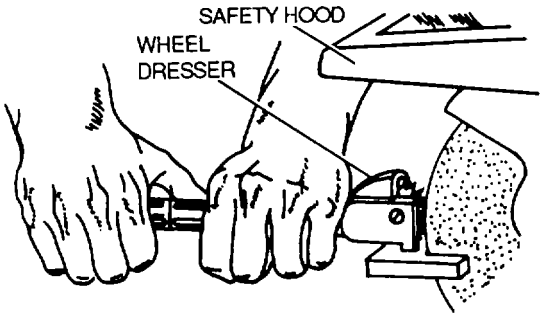

Figure 6-6. Dressing a Grinding Wheel
(1) Dressing procedure. To dress a wheel, proceed as follows (see figure 6-6):
(b) Set the wheel dresser on the tool rest as shown in figure 6-6 and bring it in firm contact with the wheel.